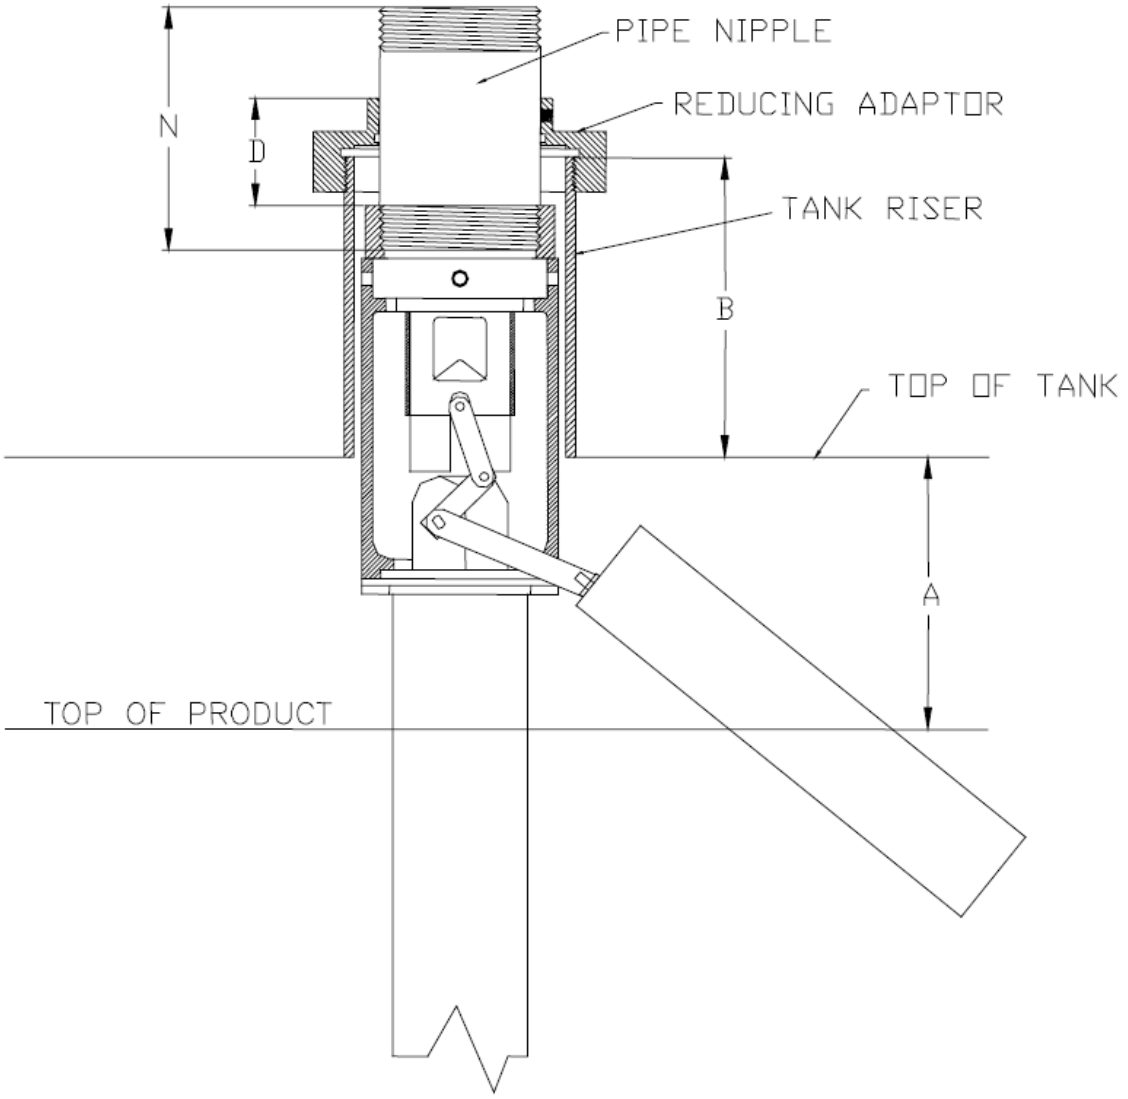

Figure 1 – Model 49 Overfill Prevention Valve
2. Determine the riser height, which is the vertical distance from riser pipe lip to top of tank. This will be dimension B as shown in Figure 1.
1) The distance from the top of the 49 to the top of the reducing adaptor can be calculated (from Figure 1. length D): D = N - 2"
2) Screw and tighten the included pipe nipple into the top of the Model 49 and make a mark (D inches) from the top of the Model 49 on the pipe (Figure 1.). This mark will be used to align the pipe until the mark is level with the top of the adaptor.